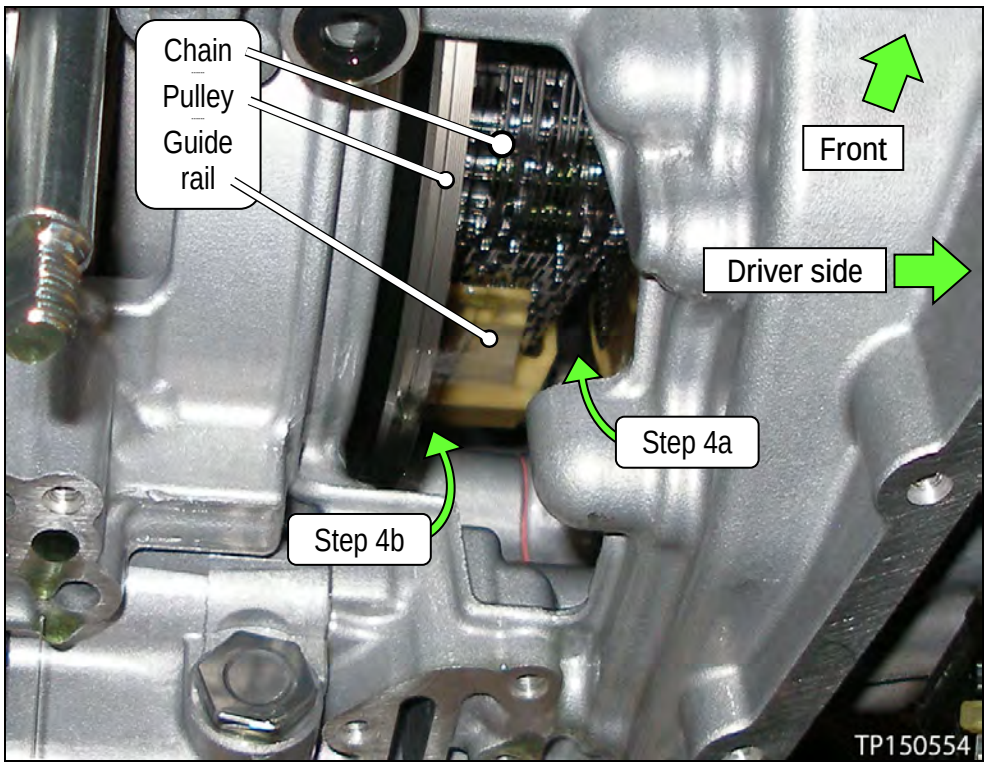

Figure 6
- Insert the camera lens behind the pulley between the guide rail and pulley where shown in Figure 6 (also see Figures 7-10 on pages 9-10).